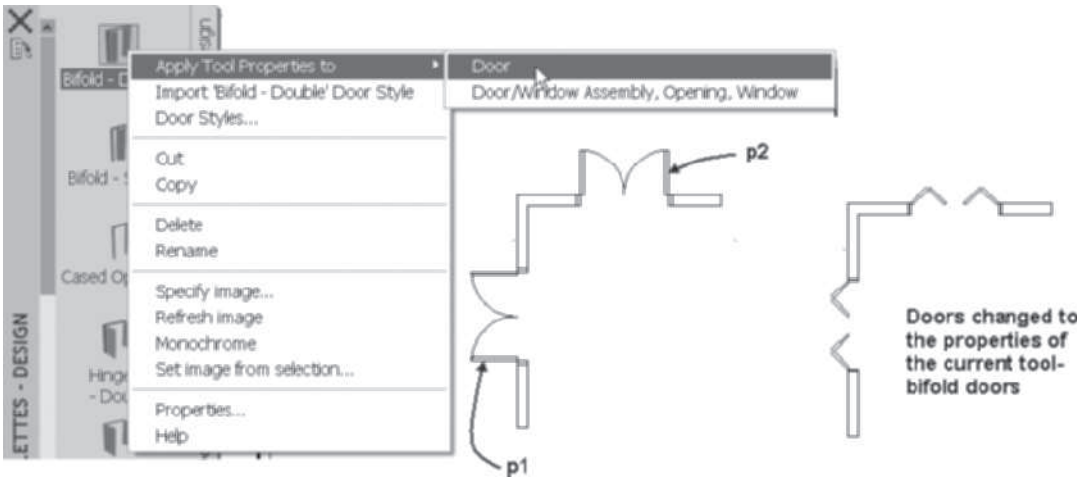

FIGURE 5.55 *Apply Tool Properties to command*
The Existing doors, windows, and openings can be changed to the settings of the current tool with the **Apply Tool Properties to** command. When a tool of the tool palette is highlighted, right-click and choose **Apply Tool Properties to > Door** as shown in Figure 5.55. The **Apply Tool Properties to** command will prompt you to select objects for edit. The objects selected are changed to the current tool; you can edit the Properties palette for additional size editing. An application of the **Apply Tool Properties to** command is shown in the following steps. The Apply Tool Properties option of the Opening tool allows you to convert doors, door/window assembly, and windows to an opening. The Apply Tool Properties command allows you to change doors to windows.
1. Select a tool, such as **Bifold-Double** tool, from the **Doors** tool palette, right-click, and choose **Apply Tool Properties to > Door** from the shortcut menu as shown in Figure 5.55. The **Apply Tool Properties to Door** command allows you to change doors to windows.
`Select Door(s): 1 found` *(Select a door at* `p1` *as shown in Figure 5.55.)*
`Select Door(s): 1 found, 2 total` *(Select a door at* `p2` *as shown in Figure 5.55.)*